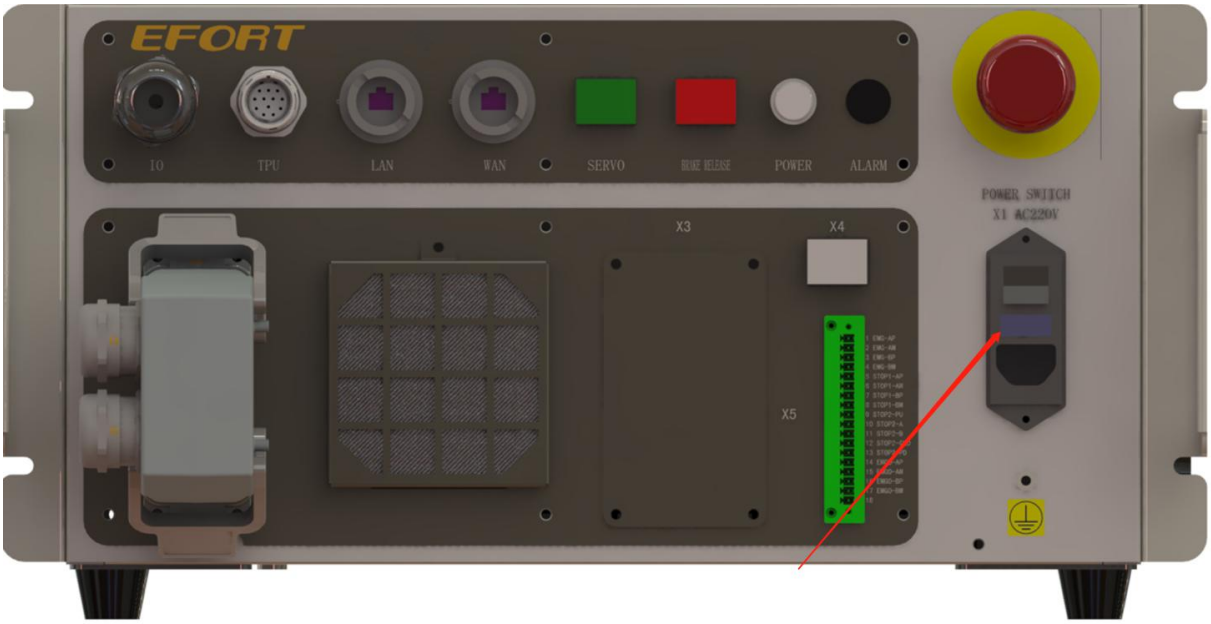

Fig. 4-10 Main Power Switch
6. Turn the power switch to OFF on the control cabinet as shown in Fig. 4-10. Please wait at least 5 seconds before rebooting.